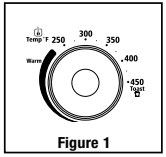

Figure 1
2. **Function Selector Knob –** Select cooking function by turning knob to desired setting. (See Figure 1)